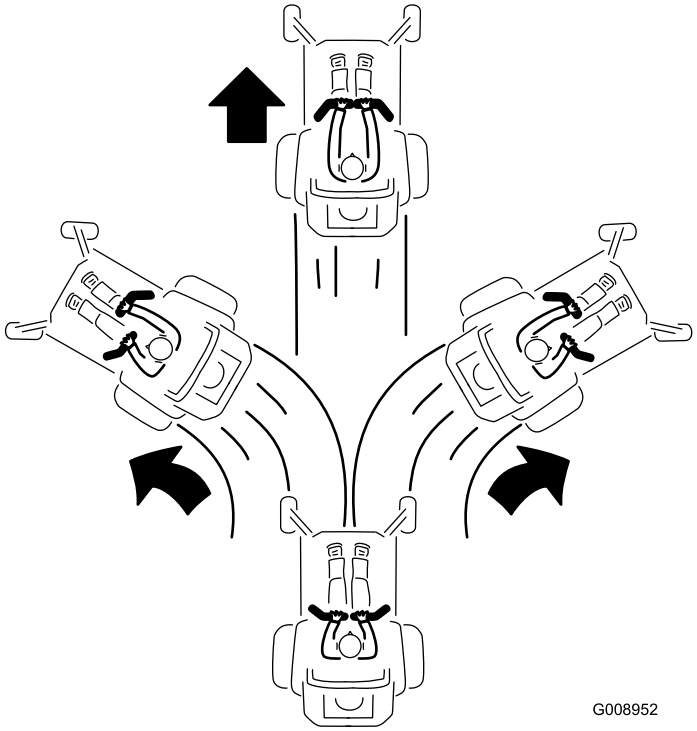

Figur 24
3. Skyv kontrollspakene forsiktig forover for å gå fremover (Figur 24).